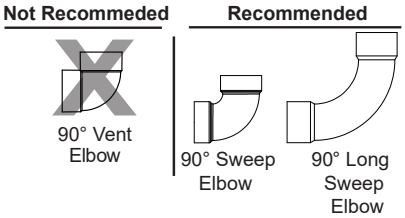

Figure 15 - Correct/Incorrect Elbows
- Do not use tight 90° elbows. Standard and long sweep elbows are acceptable. See Figure 15.